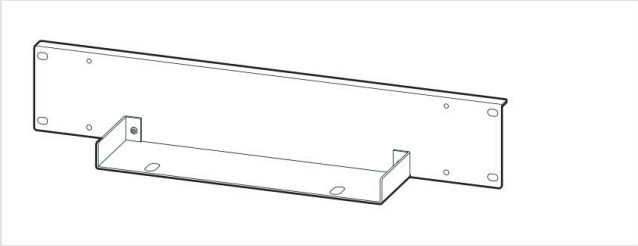
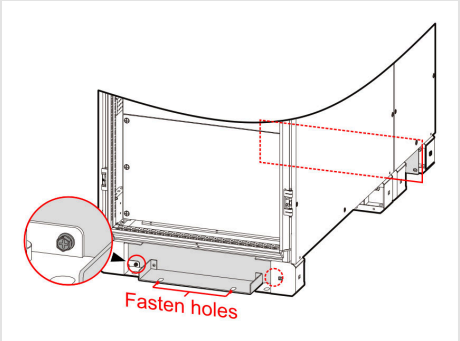

FIGURE 3-19 Bottom fixing part
FIGURE 3-20 Where the bottom fixing part goes (fixing holes circled)
3. For a data-center floor, fit the bottom fixing part (Figure 3-19) to the bottom of the frame (Figure 3-20).